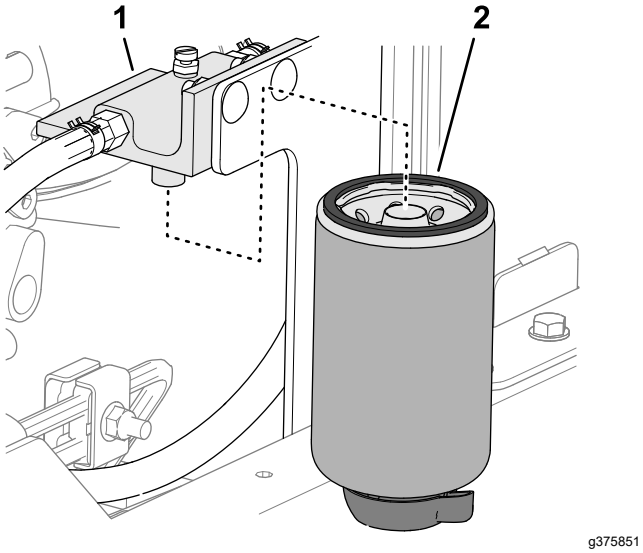

Figur 84
2. Rengör filterhuvudet och filterskålen (Figur 84).